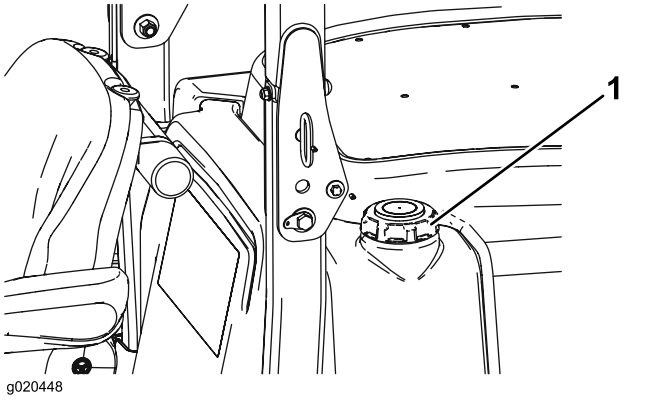

Figur 13
3. Tag brændstoftankens dæksel af (Figur 13).